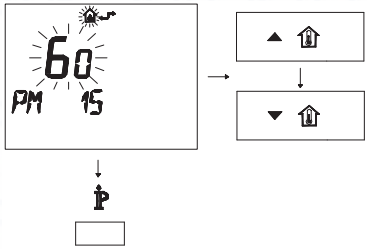

Fig. 7.14
- Modify the programmed SET by acting on buttons ▲ or ▼ until **a setting of 60** is displayed, wait for the number programmed to flash (Fig. 7.14).